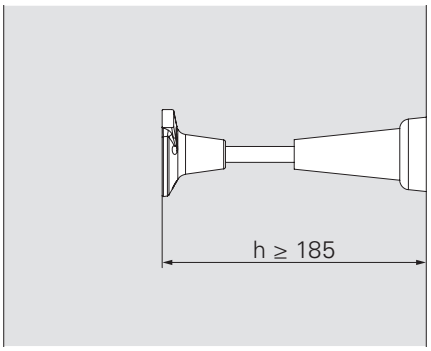

Abb. A2.08
- Einbindetiefe h = variabel, aber mindestens 185 mm (Abb. A2.08).